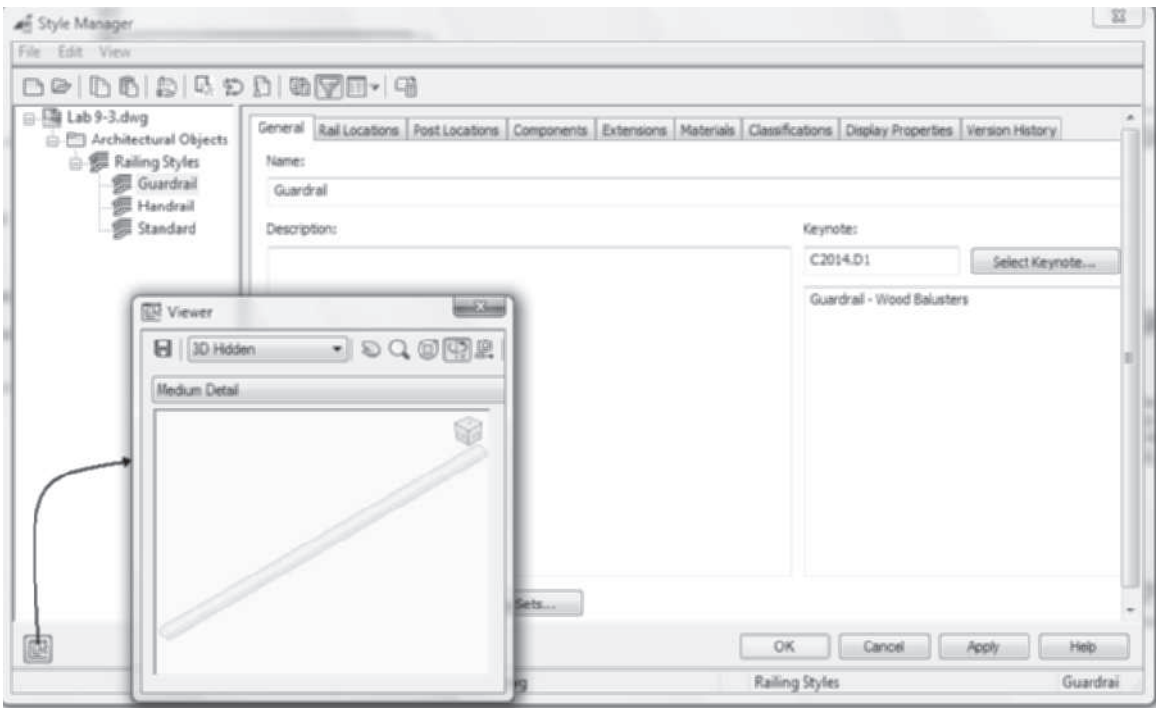

FIGURE 9.53 *Railing display in Viewer*
5. To create a guardrail railing style that includes a handrail and balusters, select the **Handrail** style in the left pane, right-click, and choose **Copy** from the shortcut menu. Select the **Railing Styles** folder in the left pane, right-click, and choose **Paste**. Select **Handrail (2)** in the left pane, right-click, and choose **Rename**. Overtype **Guardrail** to rename the new style. Click the **Guardrail** style in the left pane to display the railing edit tabs of the right pane. Select the **General** tab and choose the **Floating Viewer** in the lower-left corner of the Style Manager. Resize the Viewer as shown in Figure 9.53. Choose **SW Isometric** from the View flyout menu in the Viewer.